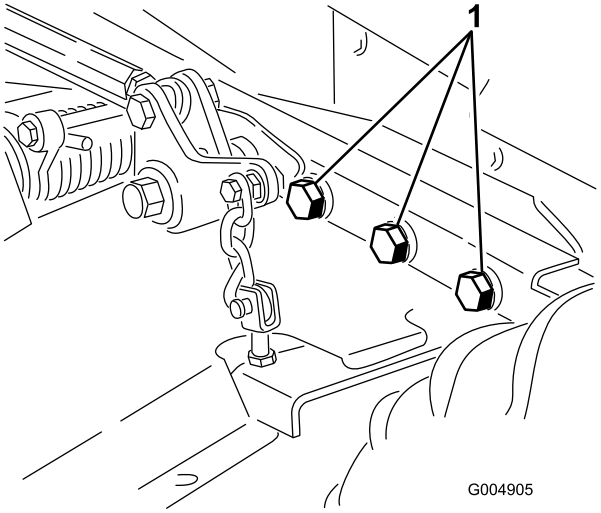

Figur 62
4. Kontroller alle festene. Stram dem om nødvendig. Trekk til de seks boltene som fester klippeenhetsrammen til trekkenheten (Figur 62) med et moment på 359 N·m.